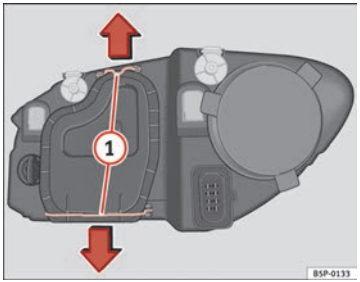

Fig. 179 Dipped beam headlights
– Move the loops ⇒ Fig. 179 (1) in the direction of the arrow and remove the cover. ▶